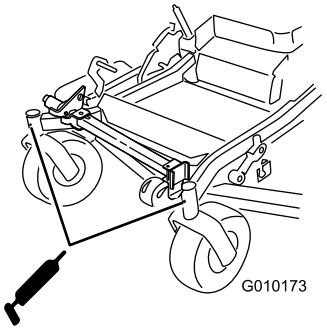

Figur 49
11. Sett på plass sekskantpluggen og støvdekslet (Figur 49).